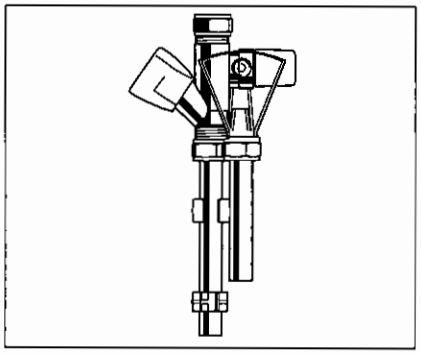

afb. 9 Overdrukbeveiliging met ingebouwde terugslagklep
- Bouw de overdrukbeveiliging (afb. 9) met ingebouwde terugslagklep in de koudwaterleiding in. Hierdoor wordt de warmwaterleiding door de hoge druk van het expansievat gewaarborgd.